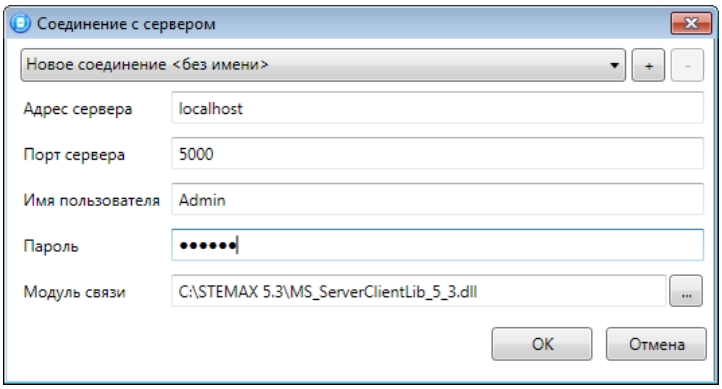

Рисунок 4.13 — Подключение к серверу STEMAX
**Шаг 1:** установите подключение к серверу STEMAX. Для этого в меню *Файл* выберите *Подключиться к серверу ПЦН* **или** нажмите кнопку . В окне авторизации (см. рисунок 4.13) введите данные в соответствии с таблицей 4.1 и нажмите кнопку *ОК*.